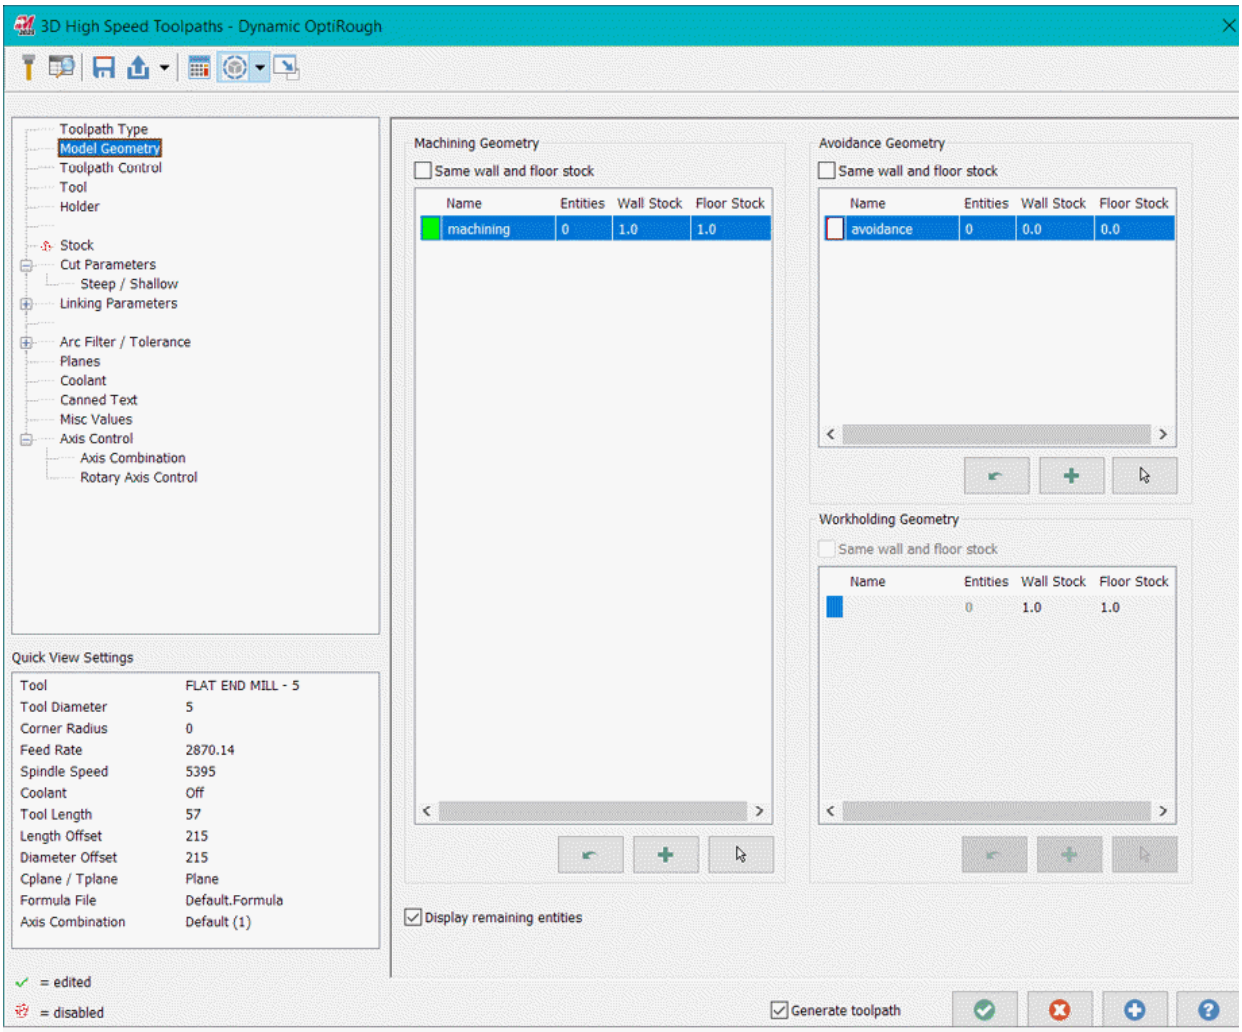

Figure-2. 3D High Speed Toolpath-Dynamic OptiRough dialog box
- Click on the **OptiRough** tool from the **3D** group of **Toolpaths** tab in the **Ribbon**. The **3D High Speed Toolpaths-Dynamic OptiRough** dialog box will be displayed; refer to Figure-2.